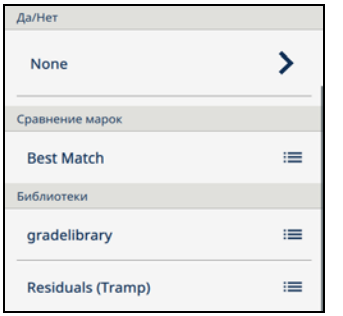

Рис. 2-59 Зоны Да/Нет, Сравнение марок и Библиотеки
- **Да/Нет** (см. Рис. 2-59 на стр. 70).
- **Сравнение марок** (см. Рис. 2-59 на стр. 70).
- **Библиотеки** (см. Рис. 2-59 на стр. 70).